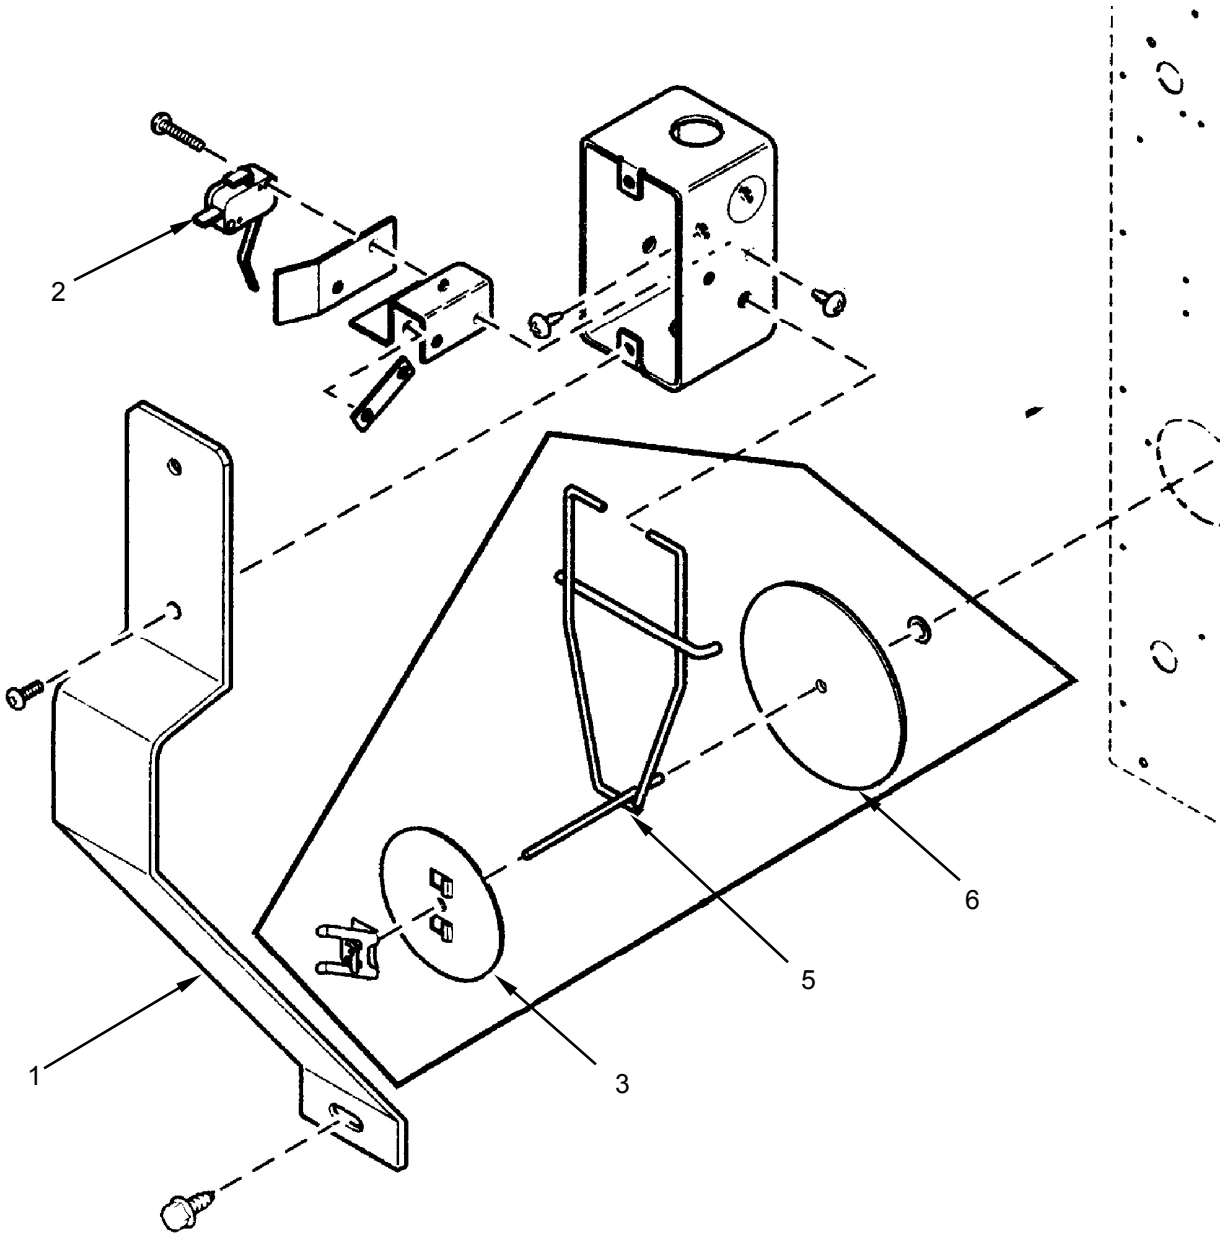

Figure 3. Repair the Dryer Airflow Switch.
2. Remove switch guard retaining screws, and remove switch guard **(Figure 3, Item 1)**.
3. Tag and disconnect wiring from switch **(Figure 3, Item 2)**.
4. Remove vane lever **(Figure 3, Item 5)** with vane **(Figure 3, Item 6)** and counterweight **(Figure 3, Item 3)** as an assembly from the airflow switch box.
5. Remove screws retaining switch **(Figure 3, Item 2)** to airflow switch box and remove switch.
6. Release clip retaining counterweight **(Figure 3, Item 3)**, and remove counterweight.
7. Remove clip retaining vane **(Figure 3, Item 6)** and remove vane.
9. Install switch **(Figure 3, Item 2)**, and retain with screws.
10. Install vane **(Figure 3, Item 6)** onto vane lever **(Figure 3, Item 5)** and retain with clip.
11. Install counterweight **(Figure 3, Item 3)** onto vane lever **(Figure 3, Item 5)** and retain with clip.
12. Install assembled vane lever **(Figure 3, Item 5)** with vane **(Figure 3, Item 6)** and counterweight **(Figure 3, Item 3)** as an assembly onto the airflow switch box.
13. Connect wiring to switch **(Figure 3, Item 2)** as tagged.
14. Install switch guard **(Figure 3, Item 1)** and retain with screws.